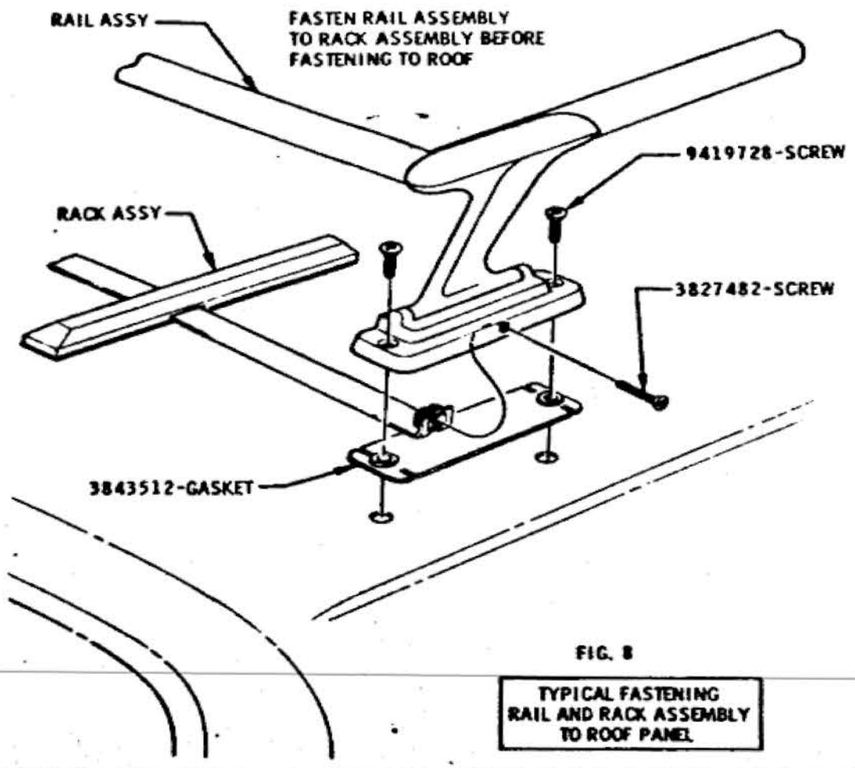

FIG. 8
10. ASSEMBLE RAIL ASSEMBLY TO RACK ASSEMBLY, SEE FIG. 8.